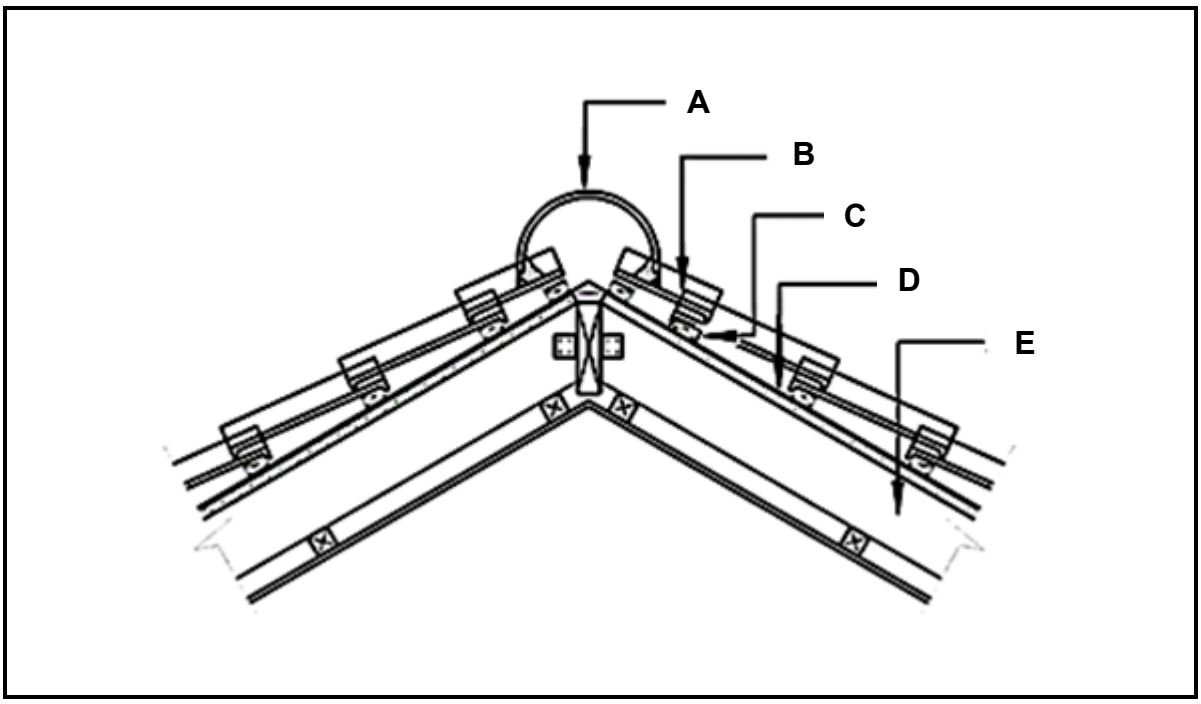

FIGURE 3.3
3.3 Answer the following questions with regard to the roof truss construction in FIGURE 3.3.